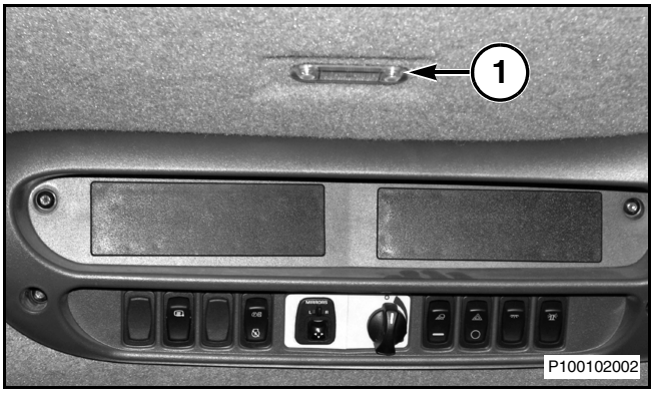

Рис. 8
Рис. 8: Плафон подсветки салона (1) используется для освещения правой консоли. Плафон включается при любом положении многофункционального переключателя освещения, за исключением выключенного.